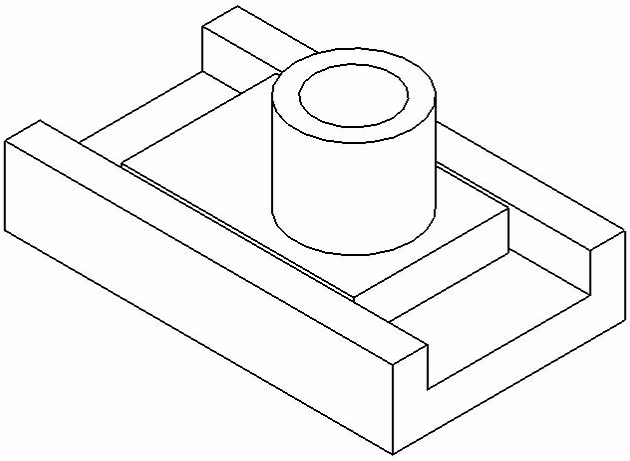

Рисунок 8.2 – Сборка из деталей *Base1* и *Base3* с добавленными сопряжениями
7. Сохраните сборку (рис.8.2).